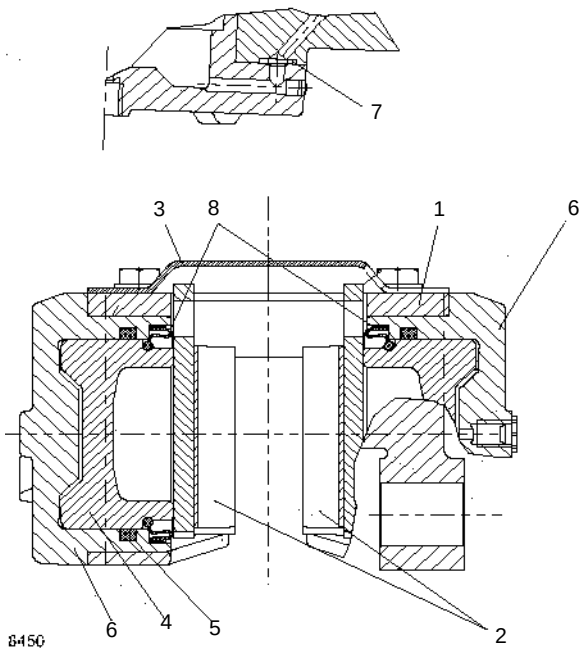

FIGURA 8-6
A Figura 8-5 mostra um freio de disco hidráulico de cáliper fixo de 4 pistões. No cáliper de uma peça (1) (Figura 8-6), as pastilhas de freio (2) estão presas por uma tampa (3), para evitar que fiquem frouxas. Cada pistão pertence a uma placa de lona. Cada pistão (4) é montado em insertos cilíndricos, que foram aparafusados no cáliper (1) removível individualmente. O anel de vedação quadrado (5) forma uma vedação hidráulica em volta do pistão e o anel de vedação (7) forma um anel hidráulico em volta do inserto cilíndrico (6). Os pistões são protegidos, da entrada de sujeira, por um uma tampa contra poeira (8).